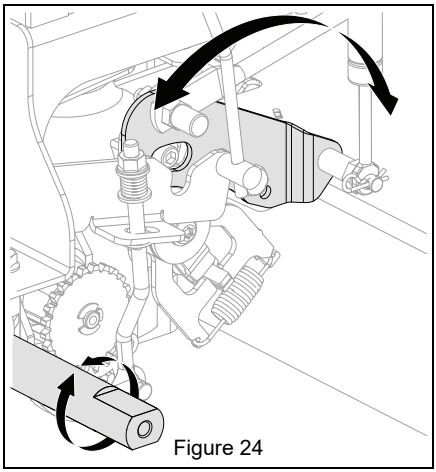

Figure 24
7. ***Technician:*** Slowly turn transaxle control arm in the opposite direction of axle rotation until axle stops. See Figure 24.